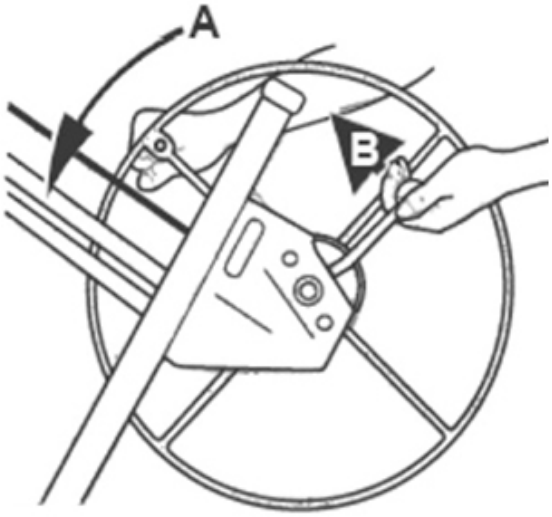

FIG. 4
- Gradually apply the brake at the rear of the rudder to return the telescopic rods previously raised to their rest position (Fig. 4).